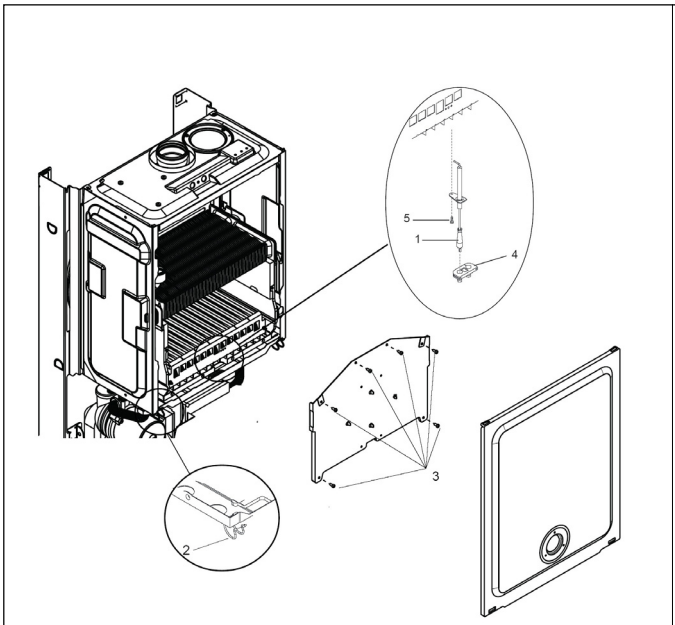

Fig. 21
6.15 ELECTRODE, BURNER & INJECTORS fig. 21